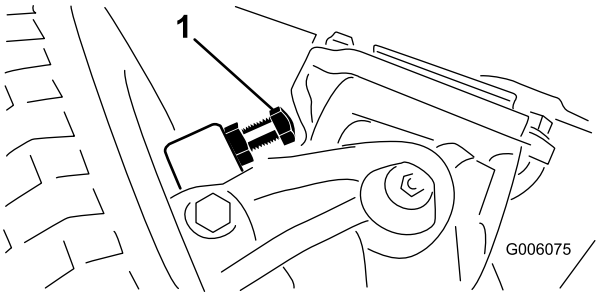

**Figur 72**
1. Gänga in eller ut bultarna tills du får ett spel på 2,3 mm (Figur 72).